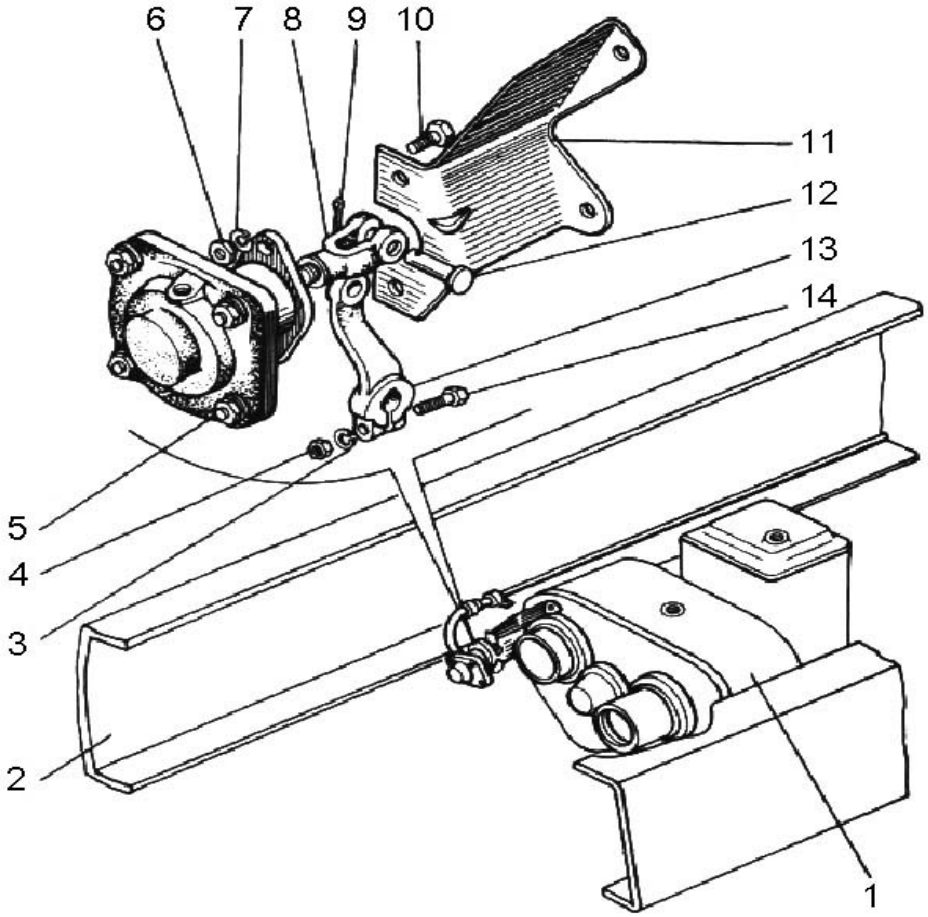

Рис. 7. Установка пневмокамеры включения блокировки дифференциала:
5. Отсоединить тягу пневмокамеры от рычага 13 (рис. 7) включения муфты блокировки дифференциала. Отсоединить пневмокамеру 5 от кронштейна 11.